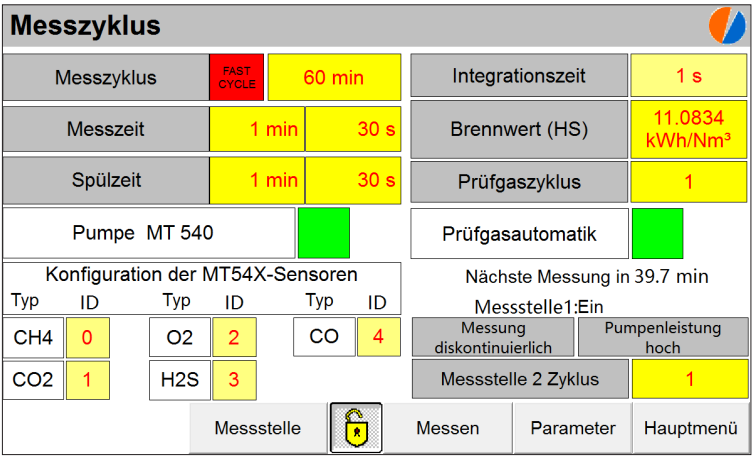

Abb. 28: Ansicht Messzyklus mit aktivierter Prüfgasautomatik
Die eingerichtete Art der Prüfgasmessung ist in der Ansicht **Messzyklus** erkennbar (Abb. 22 bzw. Abb. 28).
- Prüfgasautomatik ist aktiviert (Abb. 28)